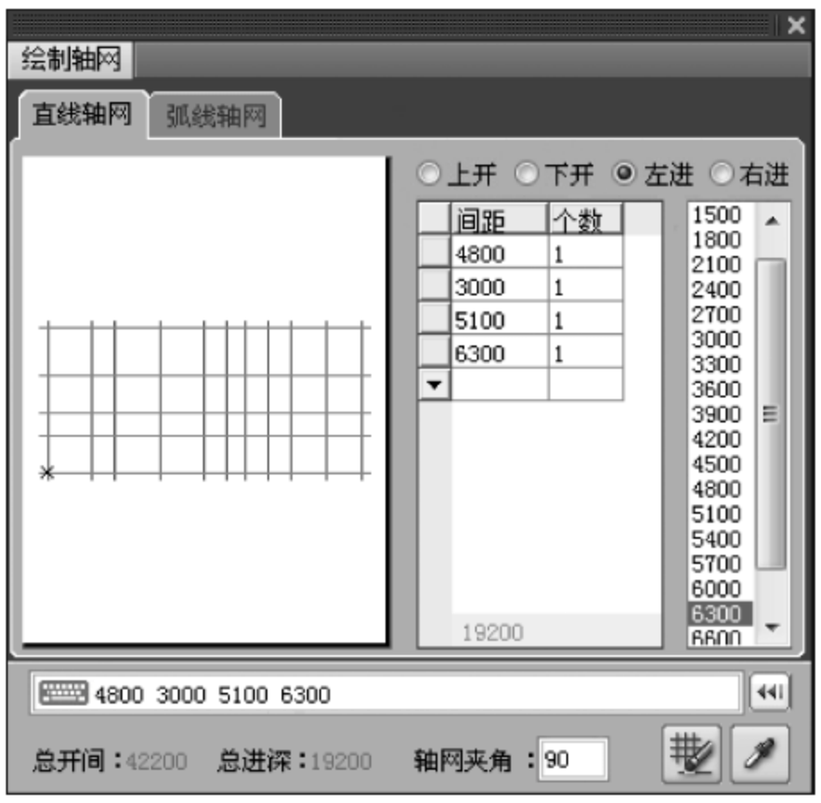

图 17-4　“左进”轴网
(2) 选择“左进”，在“轴间距”内输入“4800、3000、5100、6300”，打开的对话框如图 17-4 所示。